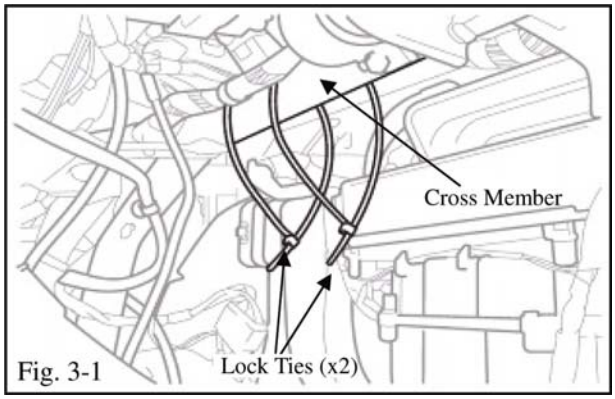

Fig. 3-1
(b) Place two (2) 14” lock ties around the cross member as shown. (Fig. 3-1)